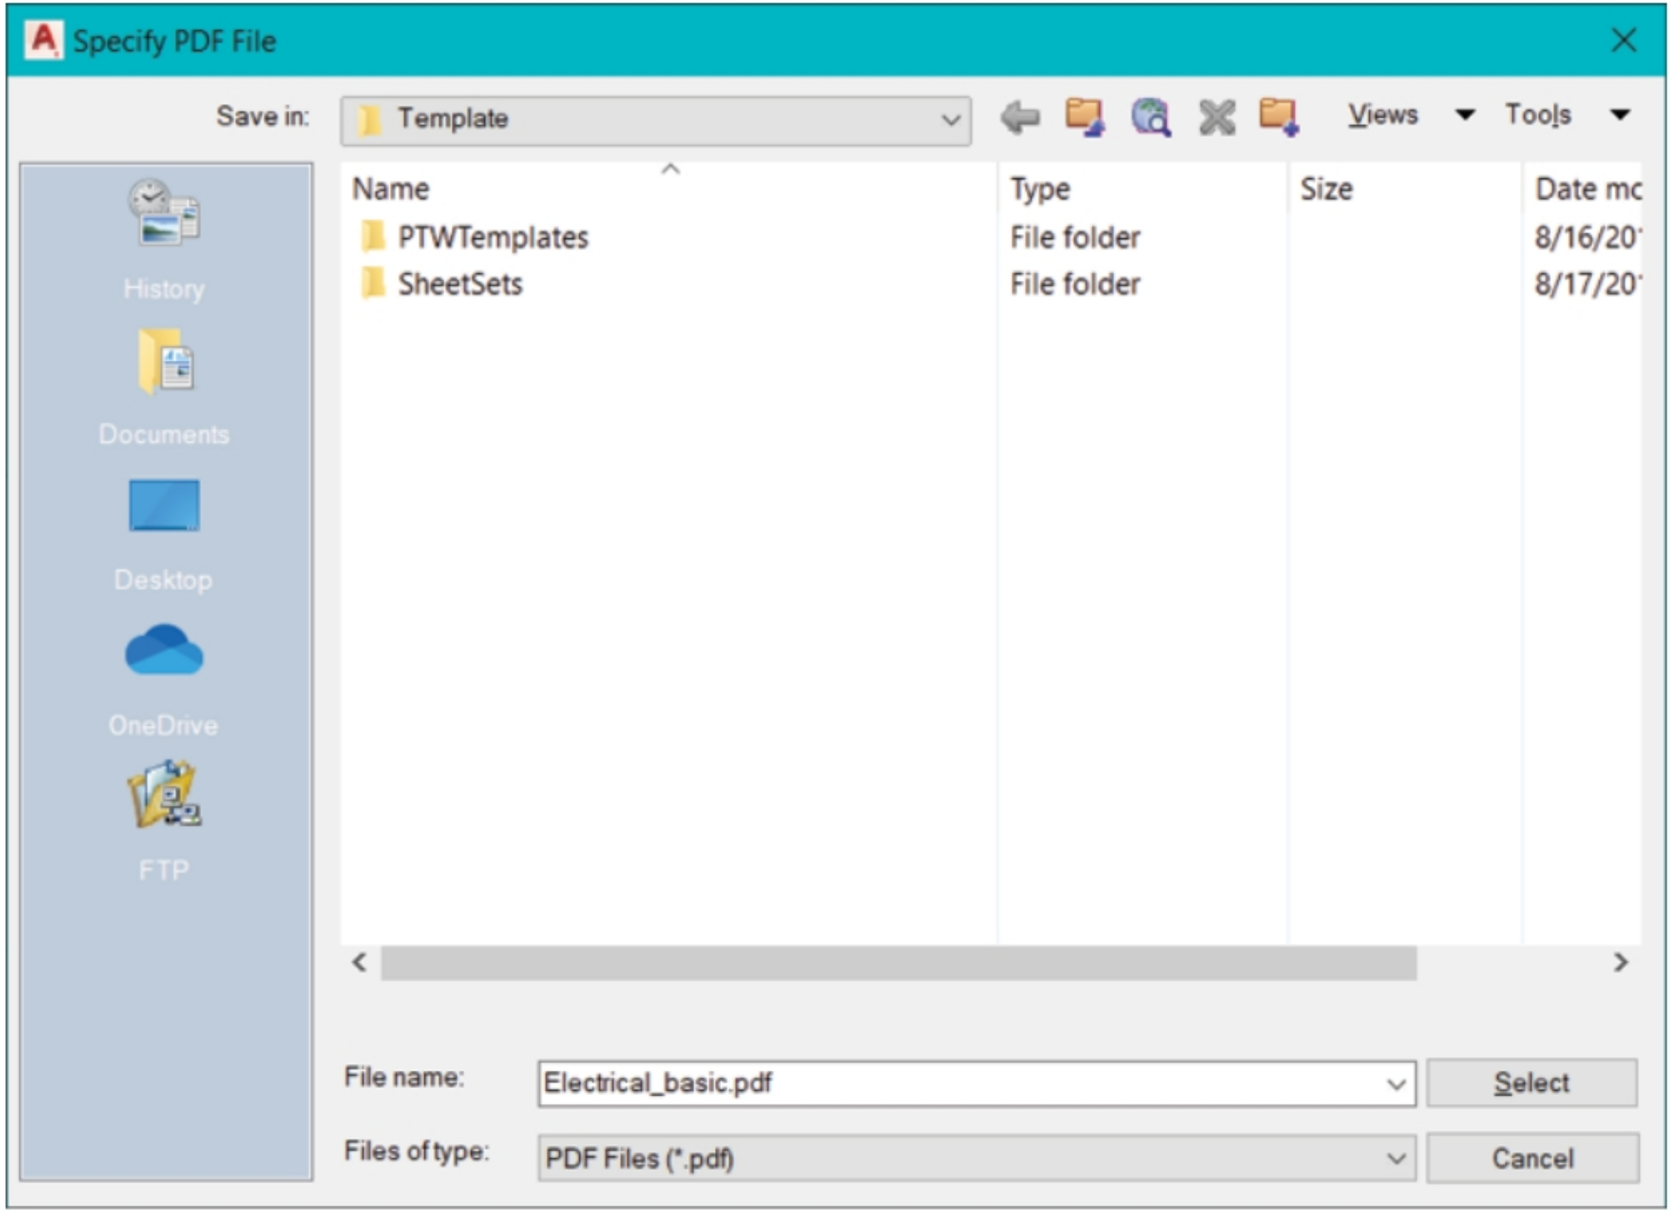

Figure-36. Specify PDF File dialog box
- Set desired options and then click on the **Publish** button from the dialog box. The **Specify PDF File** dialog box will be displayed (in case of PDF format selected); refer to Figure-36.